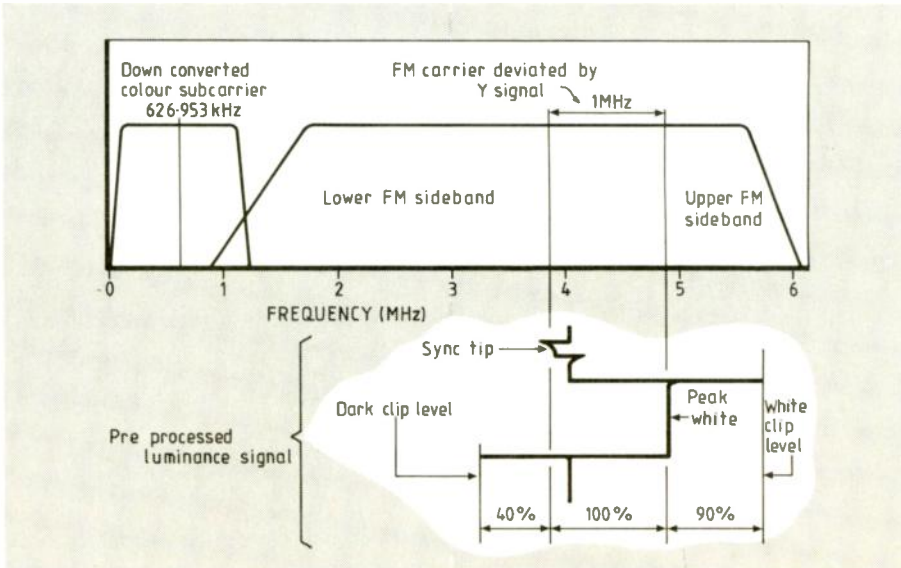

Fig.2. VHS recording spectrum: note the "colour under" arrangement.
Octave compression provides the solution. The Y signal is frequency-modulated on to an HF carrier, the deviation limits now determining the octave range. The VHS specification is 3.8MHz for sync-tip, 4.8MHz for peak white. Sidebands of the replayed luminance signal extend from around 1.4MHz to 5.5MHz, indicating compression to less than two octaves **(Fig.2)**.
To recover luminance successfully, the significant sidebands (those greater than 1.5% of unmodulated carrier amplitude) must be recorded by the system. Figure 2 indicates that the FM carrier is, by necessity, close to the highest modulating frequency. The Y signal is, therefore, tailored by a low-pass filter with a roll-off at 3.5MHz of − 20dB; this ensures that components produced in the lower sideband do not, by 'mirroring' at 0Hz, re-appear as folded sidebands in the wanted spectrum. This would give rise to moiré patterning on replay.
The increase in amplitude of the Y signal HF component following pre-emphasis must be limited to prevent over-deviation of the modulator. Dark and white clip circuits restrict the drive signal excursions to 40% and 90% respectively (Fig.2).
- **A marked overlap of luminance and chrominance signals occurs around the 1MHz region, causing undesirable crosstalk effects (Fig. 2).**